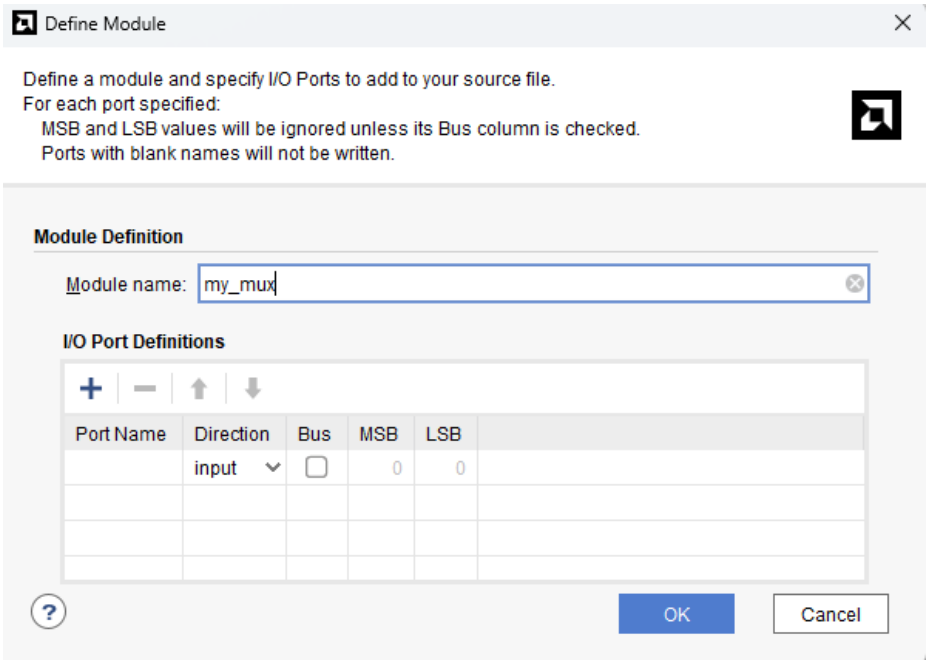

Figure 6: The option of defining module's I/O when creating a new design source.
5. Vivado gives you the option to define your module's I/O properties, like in Figure 6. **You can skip this step** because in bigger projects, it could be difficult to determine all I/O at the beginning. Simply Click OK to skip through.